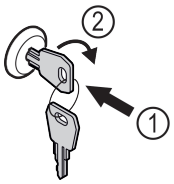

Fig. 68 Reprezentare exemplificatoare
▶ Introduceți cheia prin apăsare *Fig. 68 (1)*.
▶ Rotiți cheia cu 90° în sensul acelor de ceasornic *Fig. 68 (2)*.